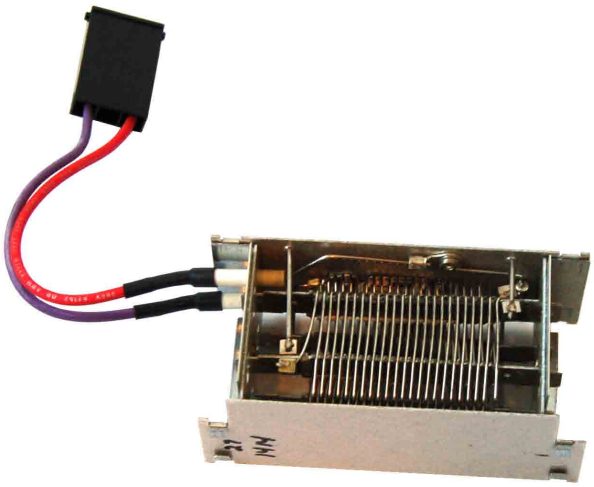

Figure 6
12. Remove heater assembly from blower housing. The heater assembly contains the heater coil, thermal cutoff, and high limit thermostat. (See Figure 6.)